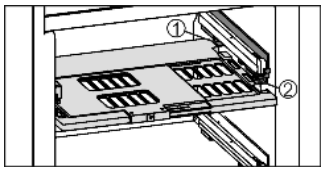

Fig. 14
▶ Vložení police s regulací vlhkosti: Výstupky víka police zespod zaveďte do zadních držáků *Fig. 14 (1)* a vpředu zaklesněte do držáku *Fig. 14 (2)*.